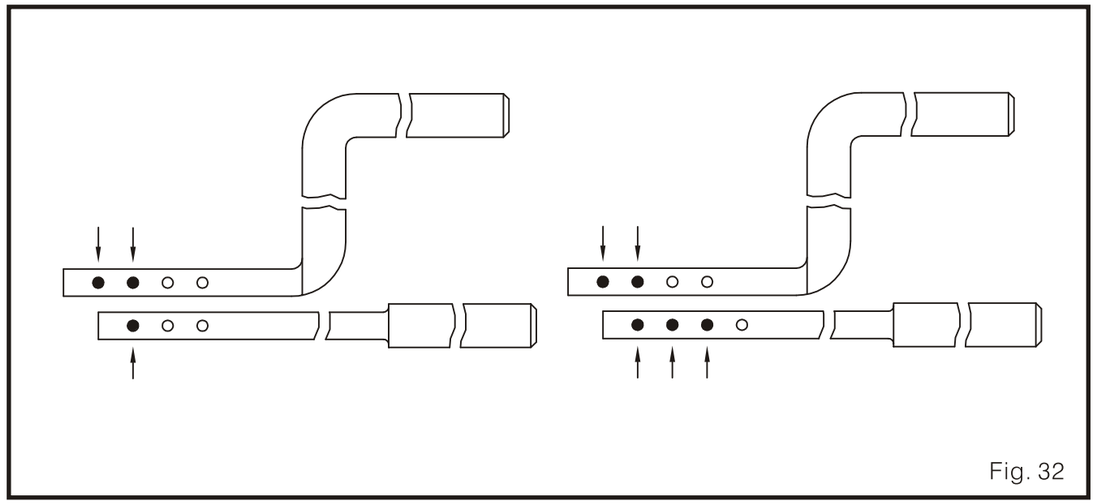

Fig. 32
1. El enhebrado en los huecos del brazo balanceador del ribete decorativo es como se muestra con los flechas (Fig. 32)